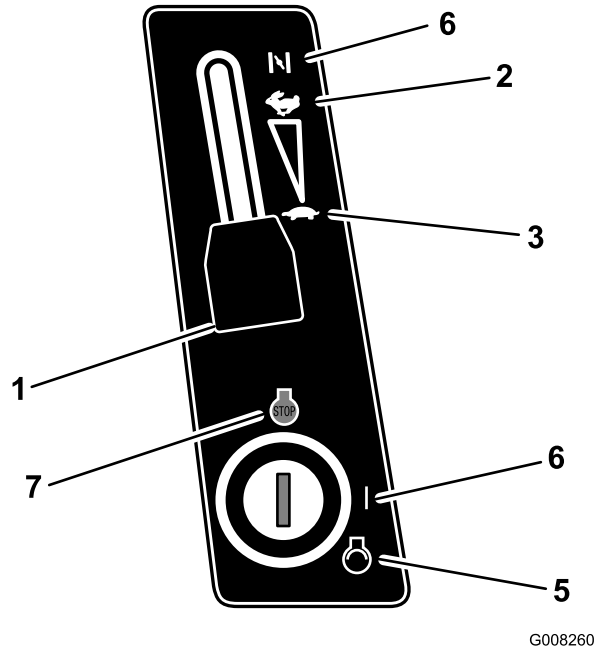

Figuur 13
5. Als de motor koud is, zet u de gashendel op Choke (Figuur 13).
6. Zet de gashendel op Langzaam (Figuur 13).
7. Draai het contactsleuteltje naar rechts en houd het sleuteltje op Start (Figuur 13). Laat het sleuteltje los zodra de motor aanslaat.
8. Zodra de motor start, zet u de gashendel langzaam op Snel (Figuur 13).
1. Zet de gashendel weer op Langzaam (Figuur 13).
2. Draai het contactsleuteltje op UIT (Figuur 13).